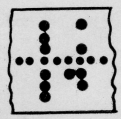

FIGURE 79. EN Space inserted with Spaceband
C. *EN spaces may be inserted WITH each spaceband in the line* (see Figure 79).